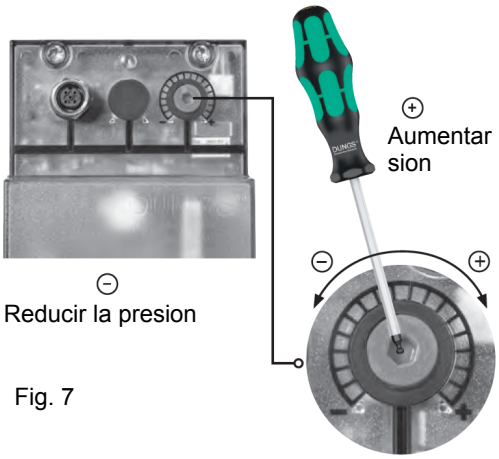

Fig. 7
4. El VD se puede montar girado a 180º, fig. 7.